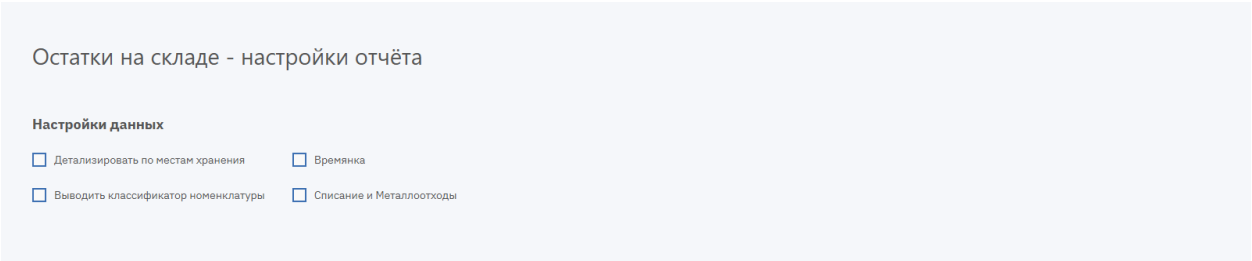

Рисунок 117. Страница «Остатки на складе - настройки отчёта»
1. Нажмите значок «…» рядом с заголовком «Остатки на складе». Откроется страница «Остатки на складе - настройки отчёта» (см. Рисунок 117).